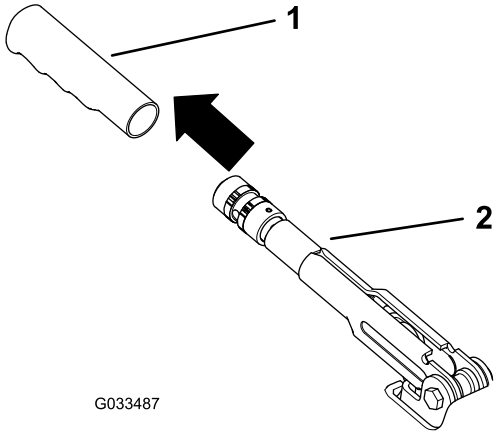

Figur 62
1. Fjern gummigrebet fra parkeringsbremsehåndtaget (Figur 62).